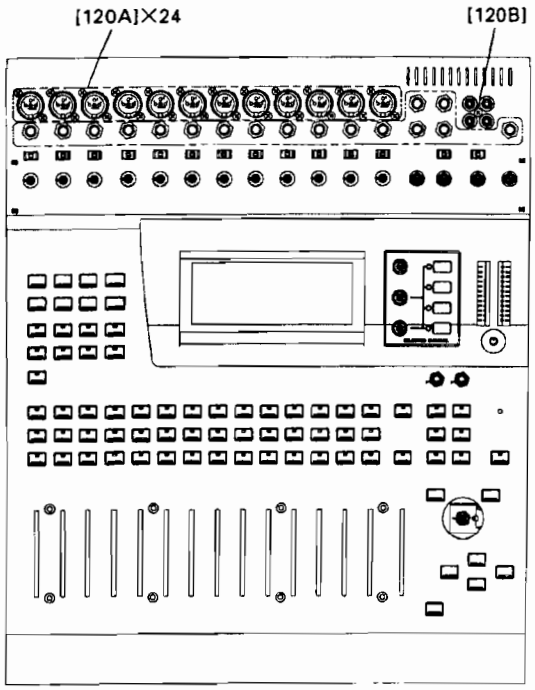

Fig.10 (図10)
6-3 Remove the twenty-four (24) DIN socket screws marked [120A], the screw marked [120B] and the seventeen (17) hexagonal nuts marked [B]. (Fig. 10)
6-3 コントロールパネル表側の DIN ソケットの[120A]のネジ 24 本、2TR の[120B]のネジ 1 本、[B]のジャックソケットの六角ナット 17 個を外します。(図 10)